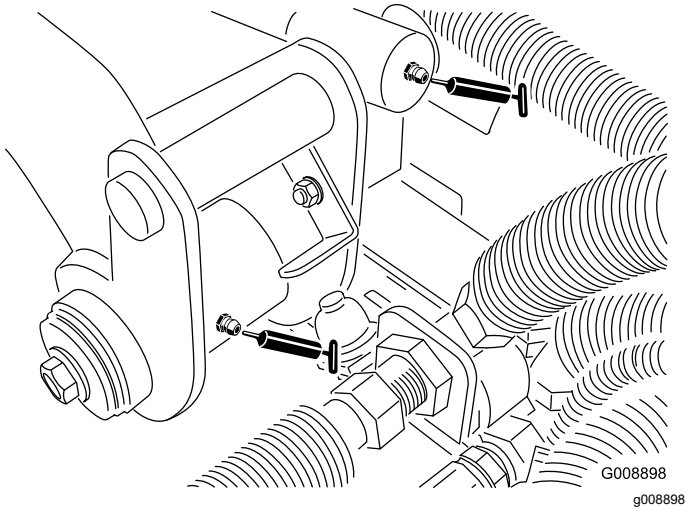

Figur 64
- Bageste løftearms drejetap og løftecylinder (2 fittings – Figur 64)